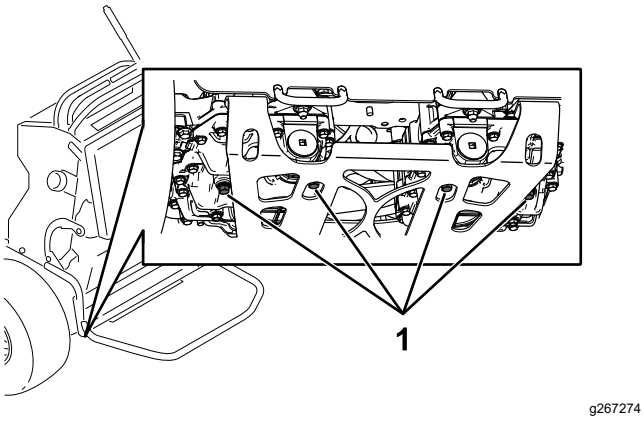

Figure 77
3. Localisez les bouchons de vidange sous la base de la transmission et placez un bac de vidange sous le bouchon (Figure 77).